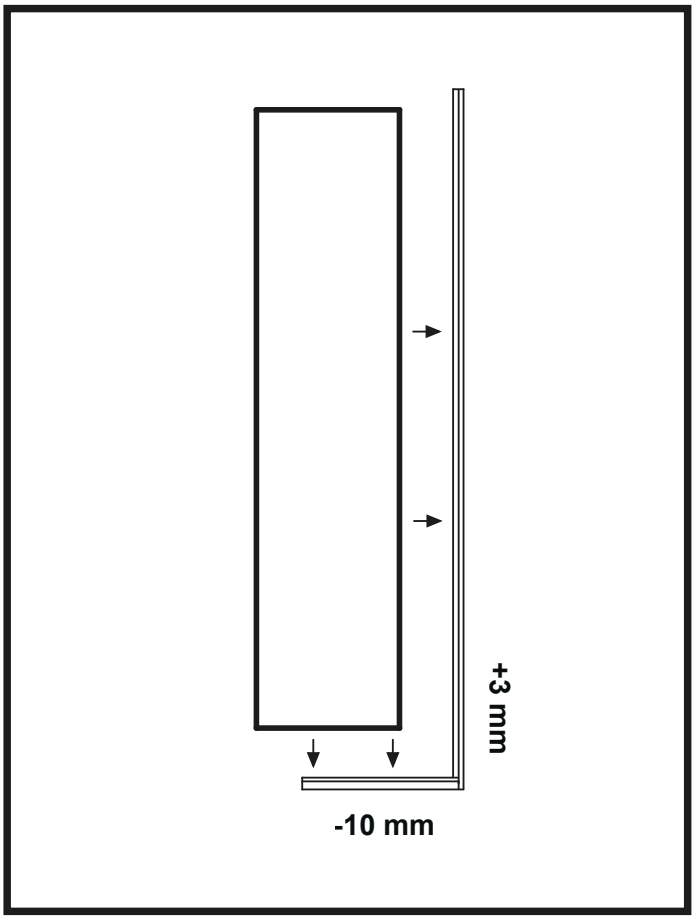

Abbildung 2
3. Überprüfen Sie die Länge der U-Leisten und des Glases. Die untere U-Leiste sollte etwa 10 mm kürzer als das Glas sein und die längere vertikale U-Leiste sollte etwa 3 mm länger als das Glas sein. (Abbildung 2)